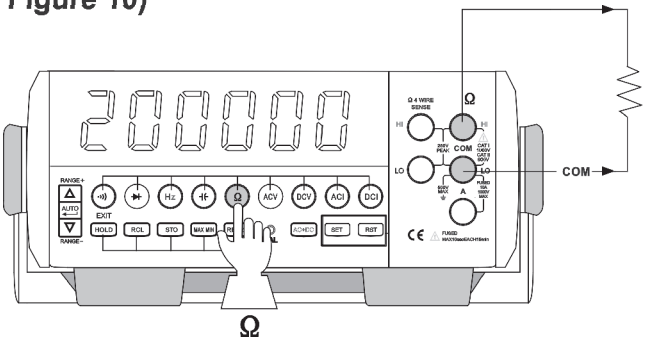
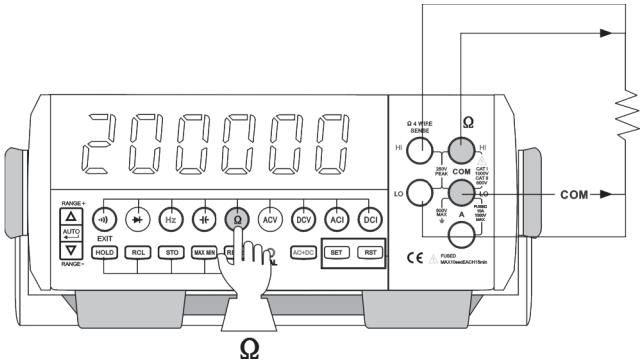

Figure 9
Figure 10
4. Resistance measurement (See Figure 9 and Figure 10)
1) The Figure 9 shows the Two-end resistance measuring method, with the resistance to be entered from the front panel. At this time, insert the red pen-shape meter into "VΩ⊣⊢Hz⊣▶•))" input port and the black pen-shape meter into "COM" input port;
4) The Figure 10 shows the four-end resistance measuring method. At this time, it should use two pairs of pen-shape